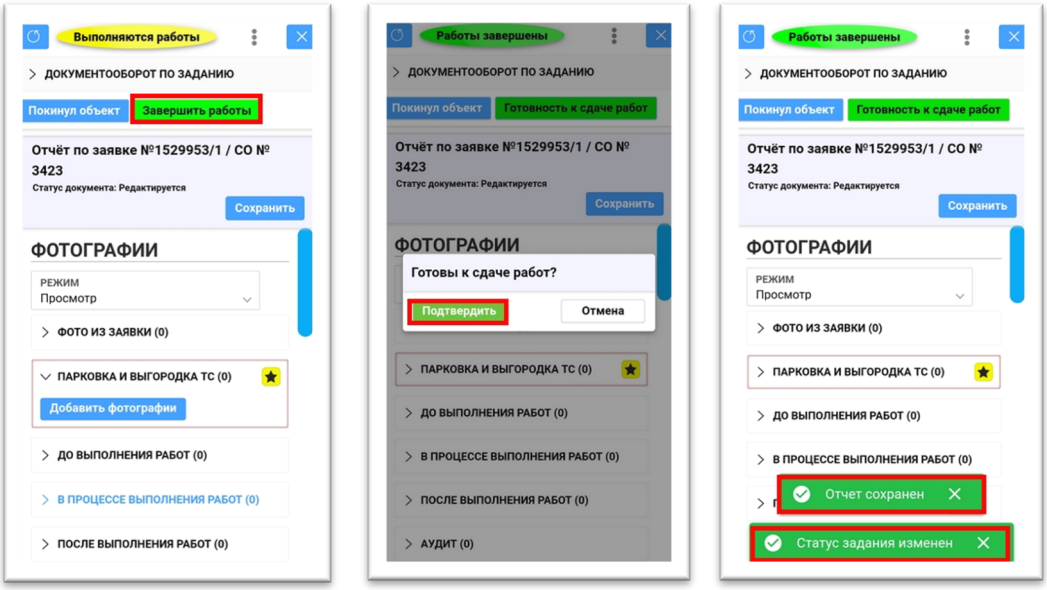

Рисунок 78 - перевод Заявки в статус «Работы завершены»
13.2. После завершения работ по Заявке Инженер переводит Заявку в статус «Работы завершены», нажимая на соответствующую кнопку в личном кабинете (Рис. 78).